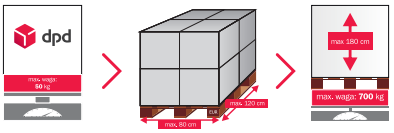

rys. 5
- W przypadku dużego ADG wszystkie ściany muszą być zabezpieczone styropianem **(rys. 5)**.